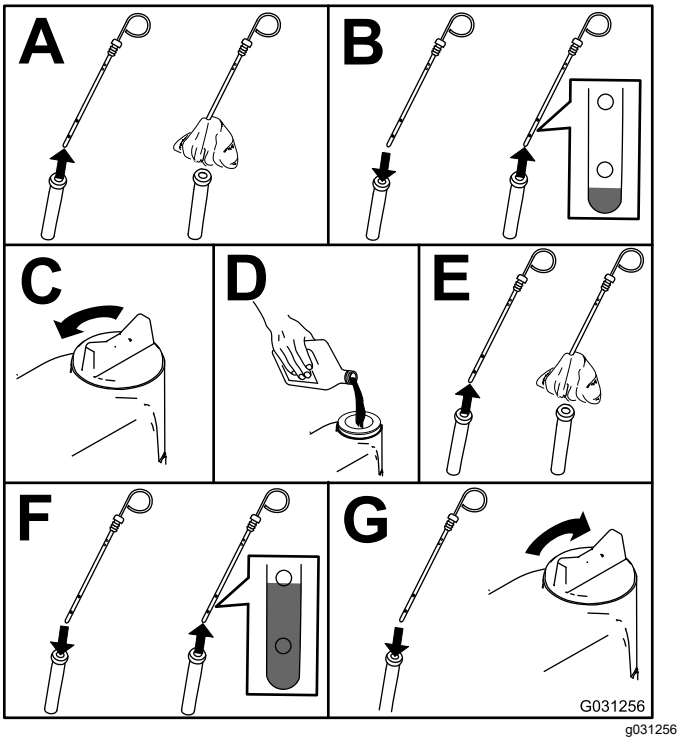

Figur 49
2. Kontroller motoroliestanden. Se Figur 49.